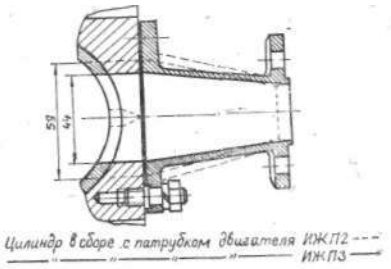

Рис. 118. Патрубок карбюратора ИЖ-ПЗ.
•фазы газораспределения (рис. 117). Из рисунка также видно, что перемычка впускного окна на ИЖ-ПЗ отсутствует. В связи с этим изменены зазмеры впускного патрубка цилиндра (рис. 118). Камера сгорания, образована, как' и на ИЖ-ЮЗ, двумя концентрическими сферами; степень сжатия увеличена до 7,5—8. Цилиндр и головка цилиндра имеют более развитое оребрение, ребра на головке расположены под углом.